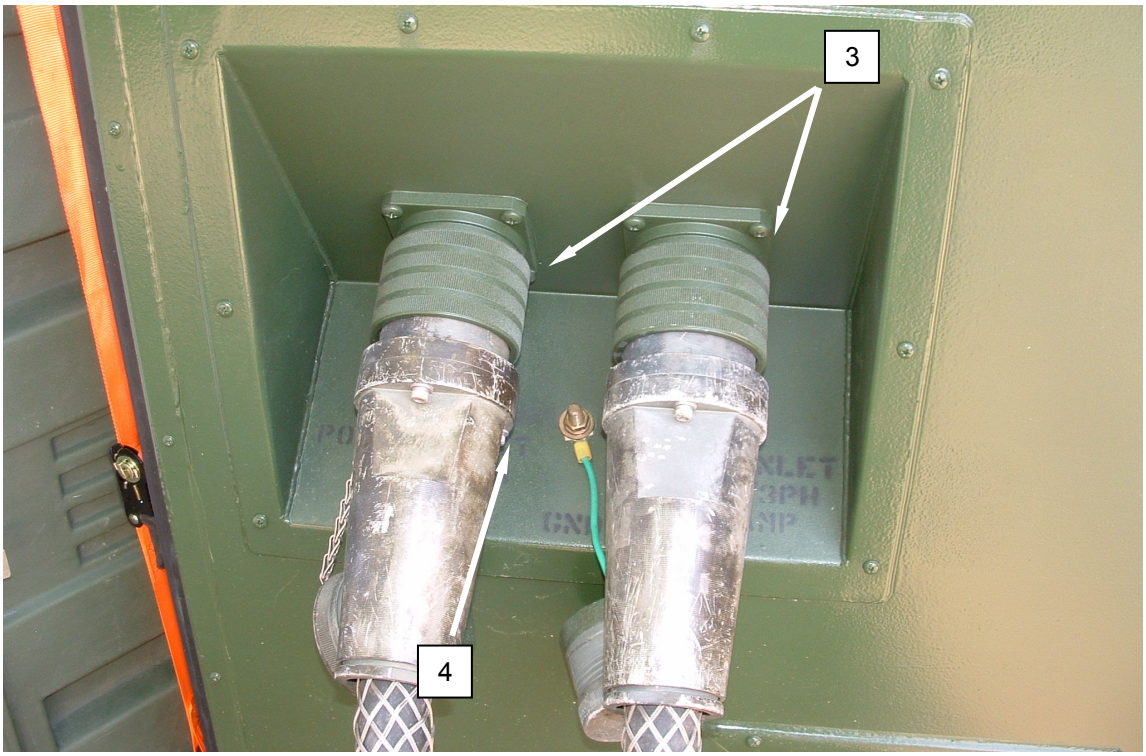

Figure 18. CBL Shut Down Procedure during NBC Imminent or Actual Attack.
3. Disconnect two 100 A cables **(Figure 18, Item 3)** and ground wire **(Figure 18, Item 4)** at dryer service end of container.